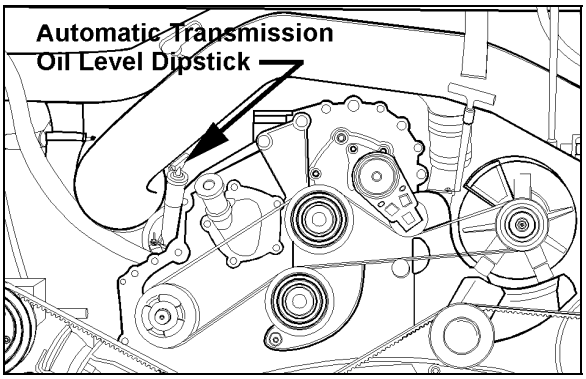

FIGURE 2: OIL LEVEL DIPSTICK (AUTO. TRANS.) 07033
To gain access to the dipstick, open the engine compartment rear door; dipstick is located on the radiator side of the engine (Fig. 2).
2. Run the engine for at least one minute. Shift to Drive (D) and operate the engine for 30 seconds at 1000-1500 rpm; then shift to Reverse (R) to clear the hydraulic system of air. Finally shift to Neutral (N) and allow the engine to idle (500 - 800 rpm).
3. While the engine is running, remove the dipstick from the tube and wipe it clean (Figs. 2 & 3).